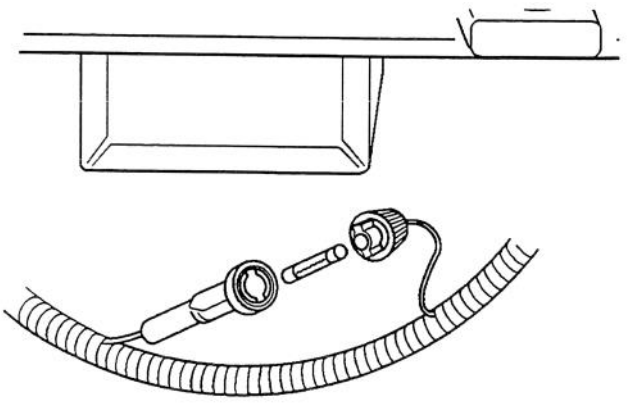

**Fig. 8**
1. Tryk sikringsholderens to dele sammen. Drej sikringsholderens hætte for at åbne sikringsholderen. (Fig. 8).